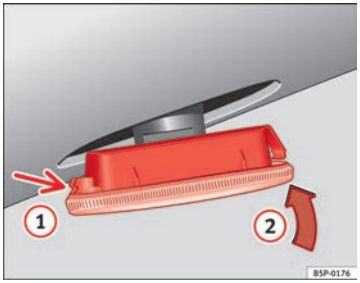

Abb. 222 Seitlicher Blinker
– Setzen Sie den Blinker zuerst in der Aufnahme der Karosserie ein, wobei die Halterungen richtig einrasten müssen ⇒ Abb. 222, Pfeil (1).
– Die Lampe in Pfeilrichtung (2) ⇒ Abb. 222 einsetzen.